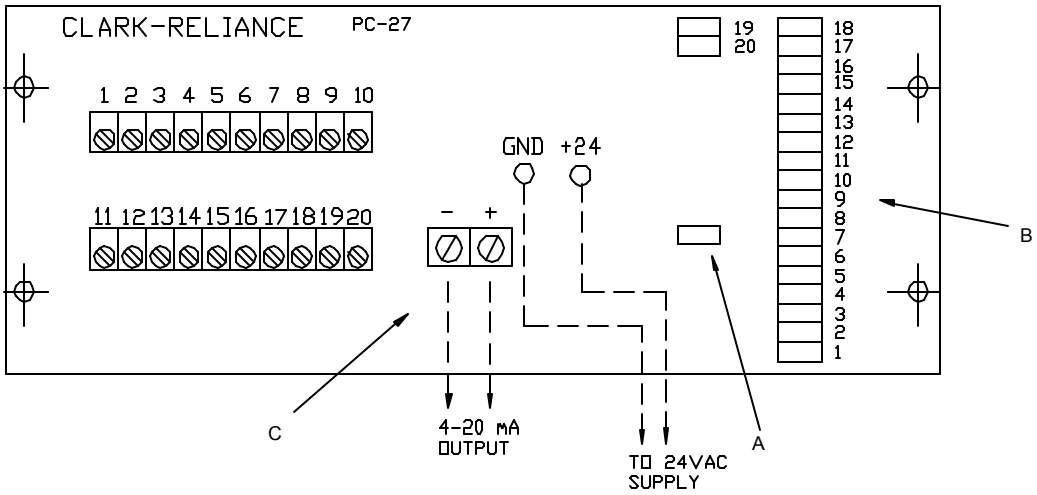

Fig. 4 4-20mA Output P-C Board
The transmitter PC board has been designed with 21 field adjustable potentiometers (see Fig. 4). One potentiometer has been provided to fine tune the 4-mA output with no level in the electrolev (1). The remaining 20 potentiometers are numbered from 1 to 20. They correspond to the conductivity probes in sequence from the lowest to the uppermost (2). For example , if a 10 probe system is employed, then potentiometers #1 through #10 will be used.